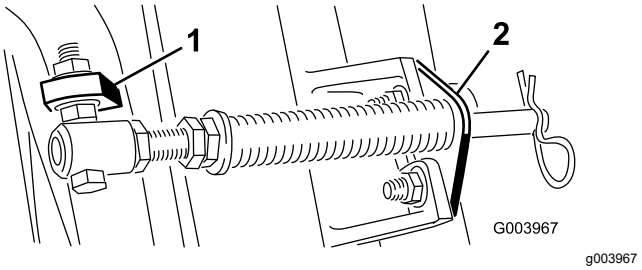
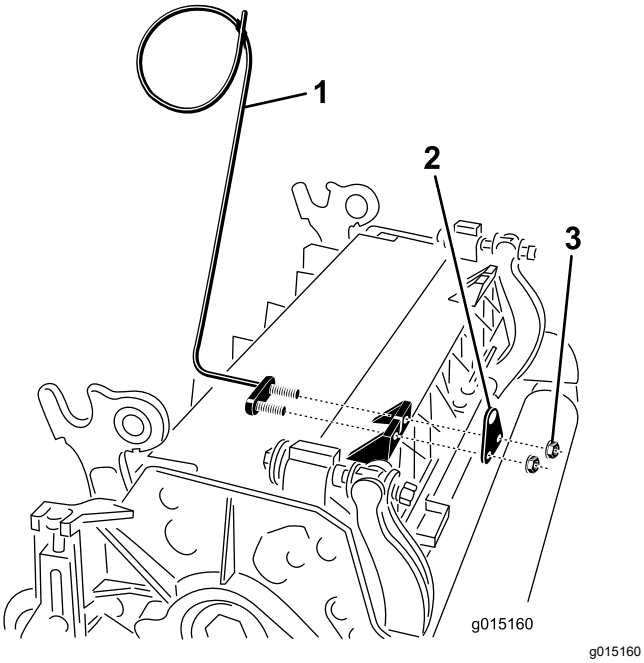

Figura 11
Figura 13
Nota: Posicione a cabeça do parafuso para o lado exterior do separador como se mostra na Figura 11.
E. Monte o suporte da barra nos separadores da unidade de corte com os parafusos e porcas da carroçaria (Figura 11). Na unidade de corte, monte o guia de tubos do lado esquerdo na frente dos separadores da unidade de corte ao reinstalar o suporte da barra (Figura 13).